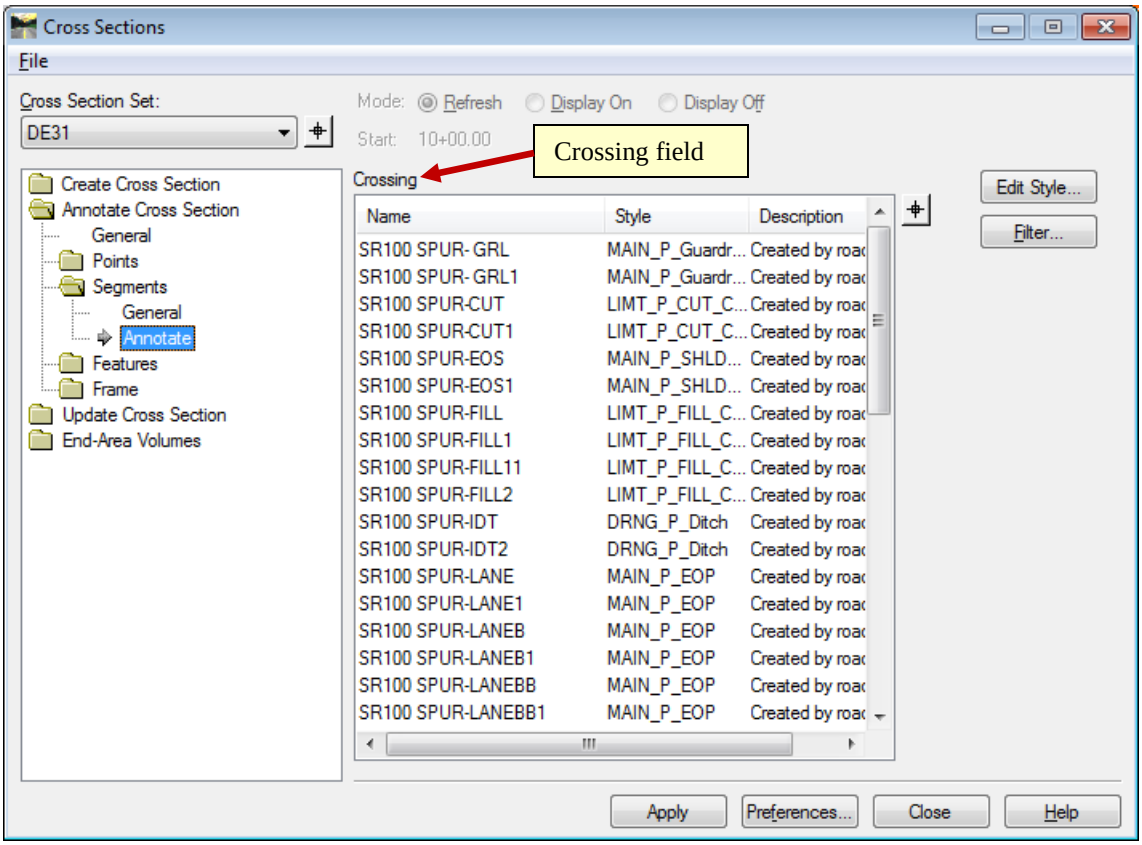

Figure L9-36 Annotate Cross Section
51.	**Make the Segments / Annotate Folder the Active Folder.** • Left click on **Annotate** under the **Segments** folder. • Right mouse click in the **Crossing** field and choose **Select None** from the pop-up menu. • Verify your view matches that shown in *Figure L9-36*.